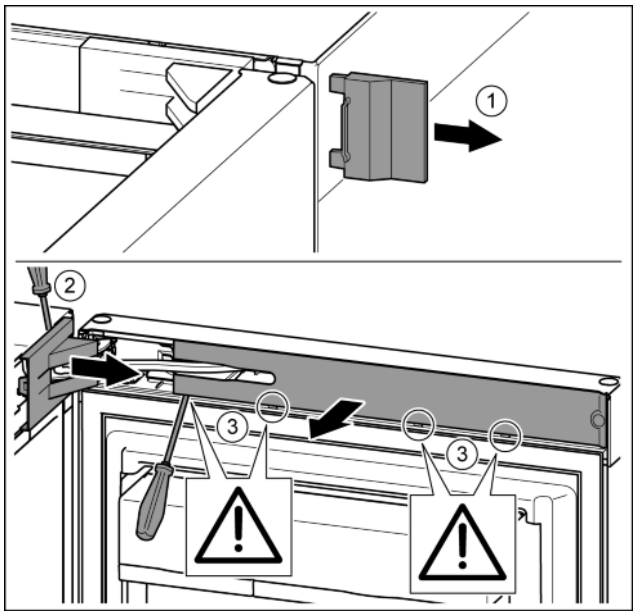

Fig. 11
- ▶ Remove the outer cover. *Fig. 11 (1)*
- ▶ Unlatch and undo the bearing bracket cover with a screwdriver. Remove the bearing bracket cover. *Fig. 11 (2)*
- ▶ Unlatch the cover plate with a slotted screwdriver and swivel it to one side. *Fig. 11 (3)*